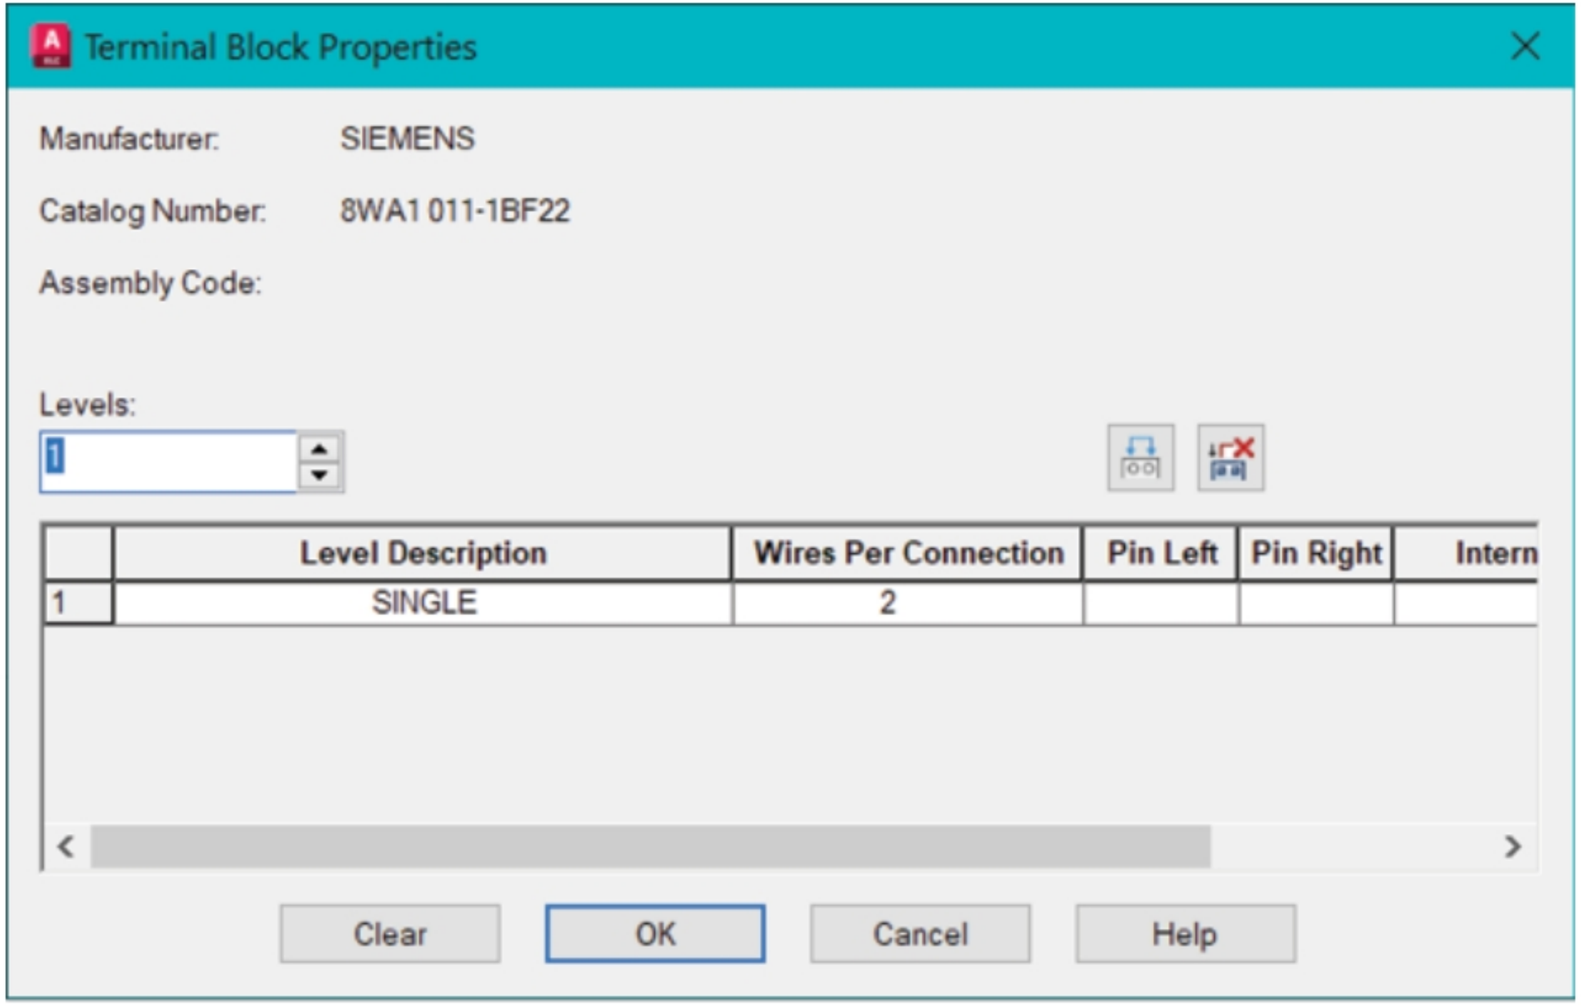

Figure-27. Terminal Block Properties dialog box
- Select a terminal from the list and click on the **Edit Terminal Block Properties** button from the **Properties** area. The **Terminal Block Properties** dialog box will be displayed; refer to Figure-27. Options in this dialog box have already been discussed in previous chapters. After performing the modifications, click on the **OK** button from the dialog box.